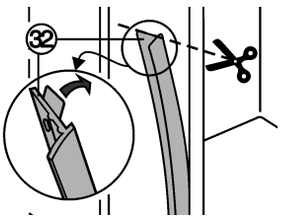

Fig. 25
- ▶ Strip the protective film off the cover trim *Fig. 25 (32)*.
- ▶ Adhesively affix the cover trim *Fig. 25 (32)* on the handle side so as to be flush with the front of the side wall of the appliance.